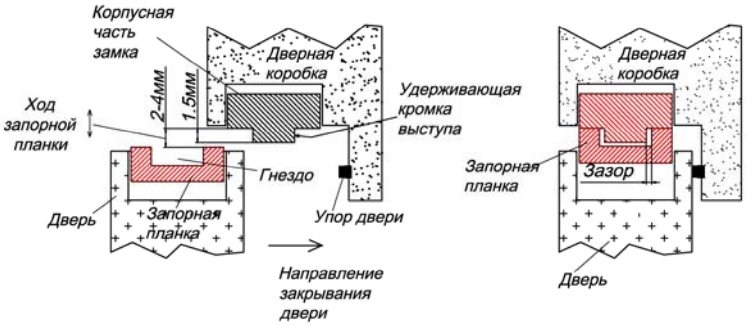

Рис.7
5.5 **В закрытом положении двери между рабочими кромками на удерживающем выступе и в гнезде должен сохраняться гарантированный ЗАЗОР**. При этом подвижная пластина якоря не должна защемляться из-за влияния уплотнения двери, деформации дверного полотна, неточной навески петель и других факторов создающих «отдачу» двери при закрывании (Рис.7).